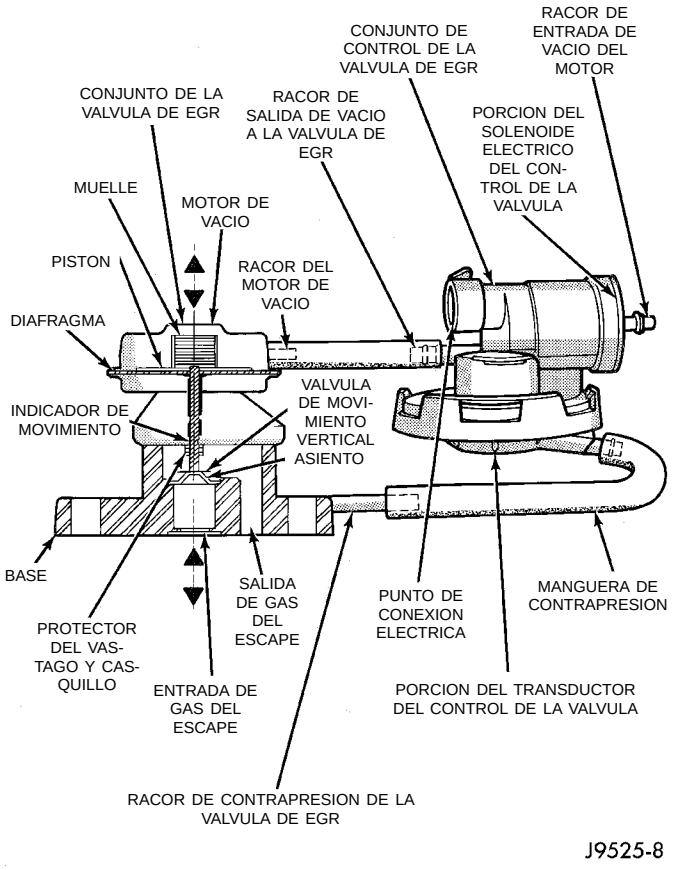

Fig. 3 Válvula de EGR y control de la válvula de EGR—Características
(1) Inspeccione el estado de todas las mangueras y los tubos del sistema EGR para verificar que las mangueras de goma no tengan fugas o estén endurecidas, cuarteadas o dobladas. Repare y corrija estas condiciones antes de realizar cualquier prueba.
(2) Asegúrese de que las mangueras de la válvula de EGR y el control de la válvula de EGR estén conectadas a los racores apropiados (Fig. 3).
(3) Asegúrese de que el conector eléctrico esté firmemente conectado al control de la válvula.
(4) Para verificar el funcionamiento del sistema de EGR, conecte la herramienta de exploración DRB al conector de 16 vías del enlace de datos. El conector del enlace de datos se encuentra en el borde inferior del tablero de instrumentos, cerca de la columna de dirección. Para diagnosticar el sistema de EGR, consulte el manual de servicio de Procedimientos de diagnosis del mecanismo de transmisión apropiado.
(5) Después de verificar el sistema con la herramienta de exploración DRB, continúe con las siguientes pruebas de fugas de la válvula de EGR y del control de la válvula de EGR. Repare según sea necesario.
Si el motor no funciona o se para en ralentí o bien el ralentí es irregular o lento, la válvula de movimiento vertical (Fig. 3) de la base de la válvula de EGR puede tener fugas en la posición de cierre.
(1) Para la prueba siguiente, el motor debe estar apagado.
(2) Desconecte la manguera de goma del racor (Fig. 3) en la parte superior (motor de vacío) de la válvula de EGR.
(3) Existe un pequeño racor metálico (racor de contrapresión) en la base de la válvula de EGR (Fig. 3). Una manguera de contrapresión de goma lo conecta al racor de contrapresión de la válvula de control de EGR. Desconecte esta manguera de goma en el racor de la válvula de EGR.
(4) Retire la caja del depurador de aire del cuerpo de la mariposa.
(5) Aplique con una boquilla de punta de goma aproximadamente 50 psi de aire comprimido regulado al racor metálico de contrapresión de la válvula de EGR.
(6) Lleve con la mano la mariposa a su posición de máxima apertura. **NO SE DEBE ESCUCHAR** la emisión de aire proveniente del tubo múltiple de admisión mientras se aplica presión de aire al racor de contrapresión.
(7) Si **SE PUEDE ESCUCHAR** la emisión de aire del tubo múltiple de admisión, esto indica que la válvula de movimiento vertical (Fig. 3) tiene fugas en la parte inferior de la válvula de EGR. Reemplace la válvula de EGR. Nota: El servicio de la válvula de EGR, el control de la válvula y las mangueras conectadas se realiza como conjunto. Para informarse, consulte Desmontaje/instalación de la válvula de EGR en este grupo. No trate de limpiar la válvula de EGR usada.
(1) Desconecte la manguera de contrapresión de goma del racor de la parte inferior de la válvula de EGR (Fig. 3).
(2) Conecte una bomba de vacío de mano a este racor.
(3) Aplique 10 pulgadas de vacío a este racor.
(4) Si el vacío cae abruptamente, el diafragma de la válvula tiene fugas.
(5) Reemplace el conjunto de la válvula de EGR. Continúe con el paso siguiente para profundizar la prueba.